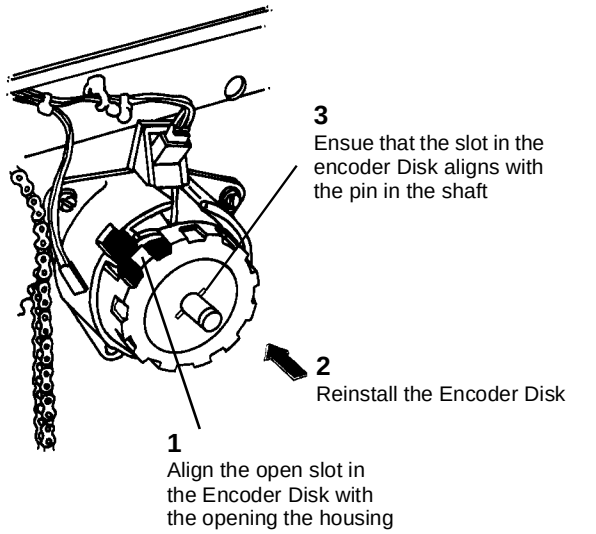

**Figure 2 Reinstalling the Encoder Disk**
2. (Figure 2): Reinstall the Encoder Disk.